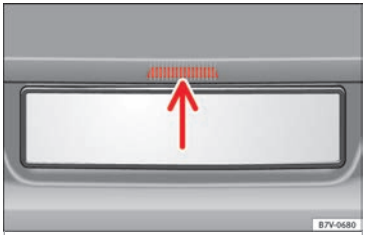

Fig. 7 Opening the boot hatch from the outside
- Raise the rear lid using the button ››› **Fig. 7** (arrow).